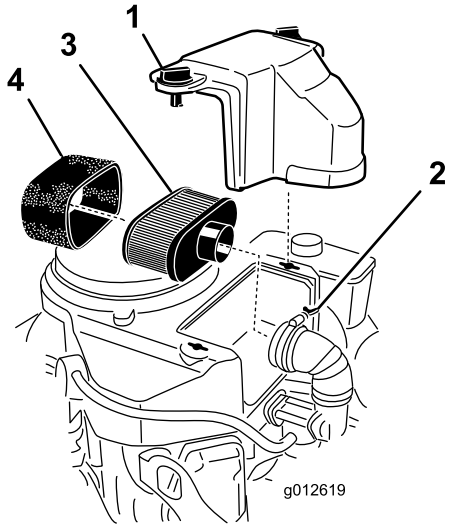

Figura 27
3. Limpie alrededor del limpiador de aire de forma que la suciedad no penetre en el motor y cause daños (Figura 27).
4. Desenrosque los pomos de la cubierta y retire la cubierta del limpiador de aire (Figura 27).
5. Desenrosque la abrazadera y retire el conjunto del limpiador de aire (Figura 27).
6. Retire cuidadosamente el filtro de gomaespuma del filtro de papel (Figura 27).
1. No limpie el filtro de papel, cámbielo (Figura 27)
1. Deslice cuidadosamente el filtro de gomaespuma sobre el filtro de papel (Figura 27).
2. Coloque el conjunto del limpiador de aire sobre la base del limpiador de aire y fíjelo con 2 tuercas de orejeta (Figura 27).
3. Coloque en su posición la cubierta del limpiador de aire y apriete el pomo de la cubierta (Figura 27).